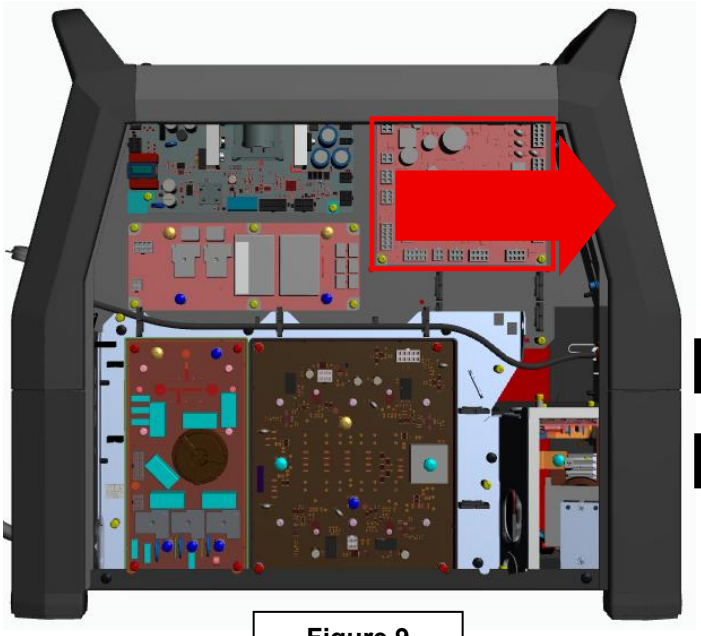

Figure 9
3. Locate the Control Board. See **Figure 9**.